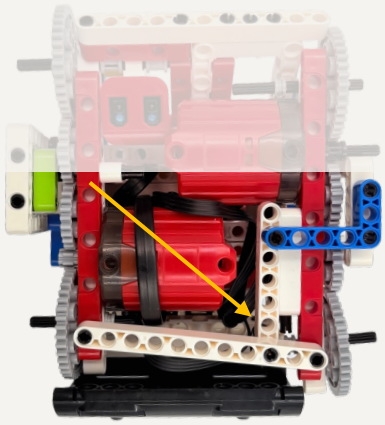

Рисунок 39
Соедините балку (11) и балку (7) при помощи штифта со стопором. Переверните робота и установите конструкцию скрепляя две 2х сторонние балки по бокам. Закрепите боковую раму при помощи г-образной балки и 3х коротких штифтов (рисунок 39).